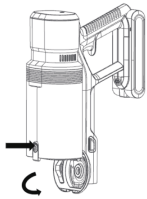

Figure 1
2. As shown in Figure 1, hold the bottom of the dustbin over a trash can. Press the dustbin lid release button; the bottom cover will open automatically. Gently shake the dustbin to empty all dust. Close the bottom cover and ensure it is securely latched.